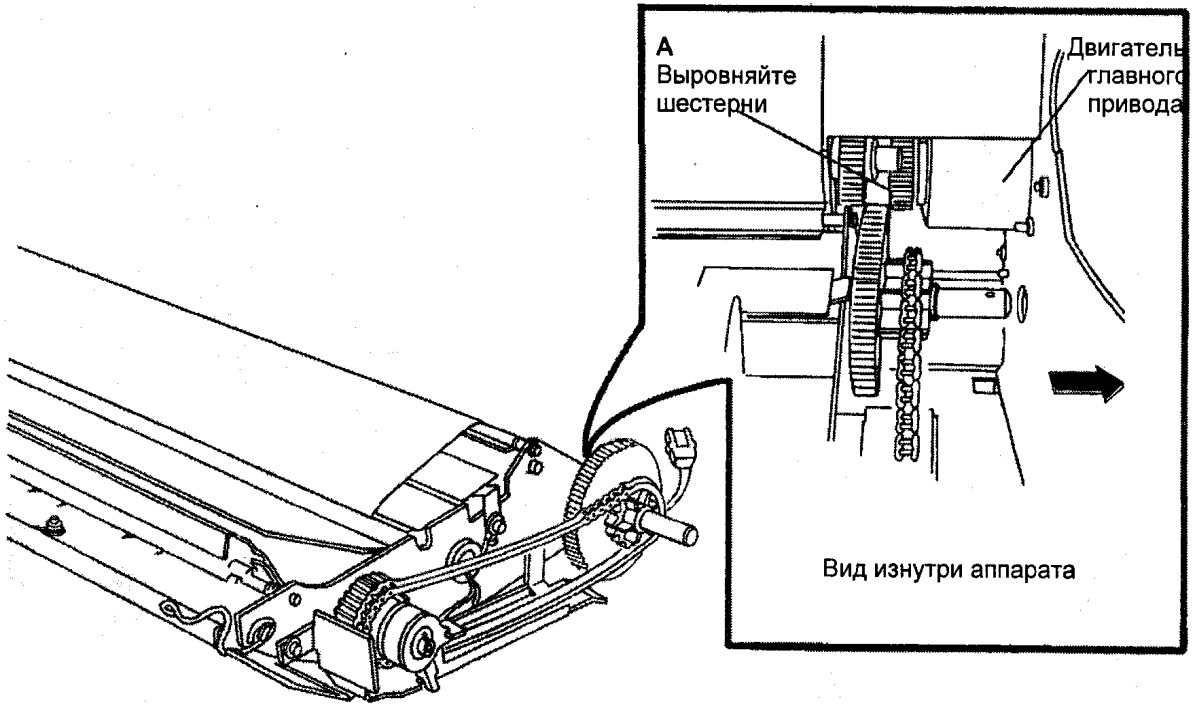

Рис. 5 Выравнивание шестерни
1. (РИС. 5): ВЫРОВНЯЙТЕ ШЕСТЕРНИ.